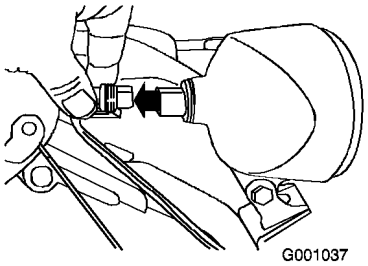

Figur 50
1. Dra ut kabelkontakten på strålkastarens baksida (Figur 50).